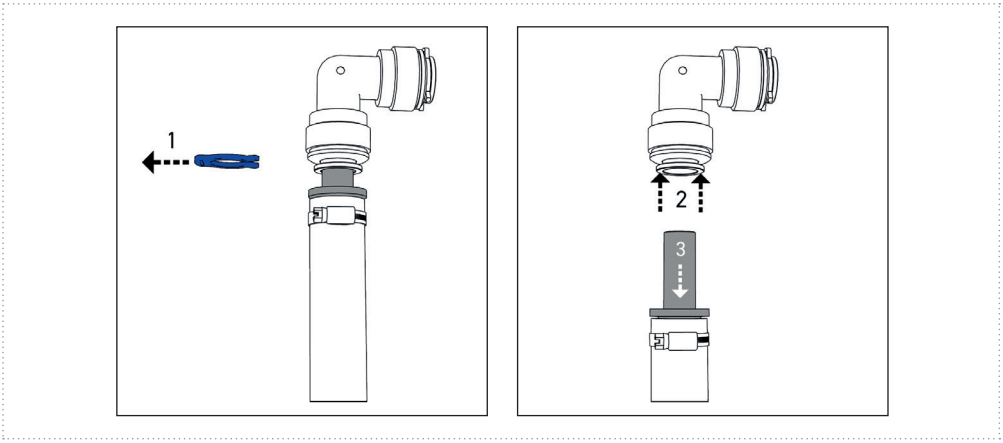

Abbildung 15
Sollte es notwendig sein, eine Einsteck-Verbindung zu lösen, gehen Sie bitte wie folgt vor (Abbildung 15). Entfernen Sie zuerst den Sicherungs-Ring (1). Das Halteelement mit den Fingern oder unter Zuhilfenahme einer Lösehilfe (z.B. Sicherungsring) zurückdrücken und festhalten (2). Das eingesteckte Rohr bzw. der Schlauch kann nun entfernt werden (3).